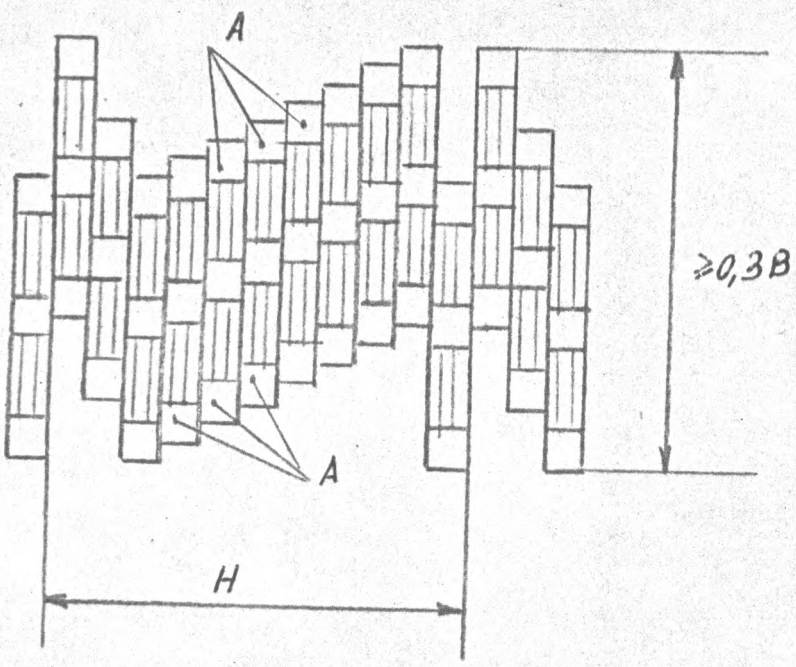

РИС. 7.10
7.6.7.4. ПОДКЛЮЧИТЕ ОСЦИЛЛОГРАФ С1-81 К К.Т.А3-Х9 И С ПОМОЩЬЮ РЕЗИСТОРА А3-R49 ОТРЕГУЛИРУЙТЕ СИГНАЛ ТАК, ЧТОБЫ УРОВЕНЬ НЕСУЩЕЙ (ЧАСТИ А) НА КРАЯХ СИГНАЛА БЫЛ МИНИМАЛЬНЫМ (РИС. 7.10).